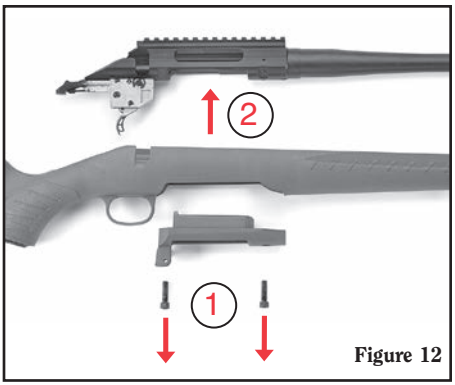

Figure 12
e. Lift the barreled-action out of the stock. (See Figure 12.)